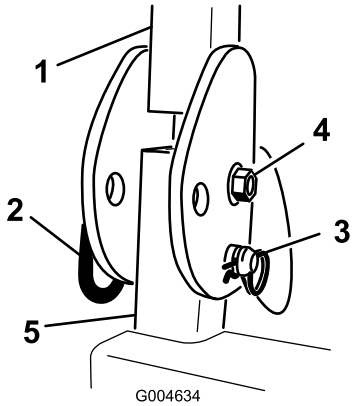

Rysunek 4
1. Wyjmij zawleczki i usuń dwa sworznie z pałąka (Rysunek 4).
2. Unieś pałąk i zamocuj dwa sworznie, zabezpieczając je zawleczkami (Rysunek 4).